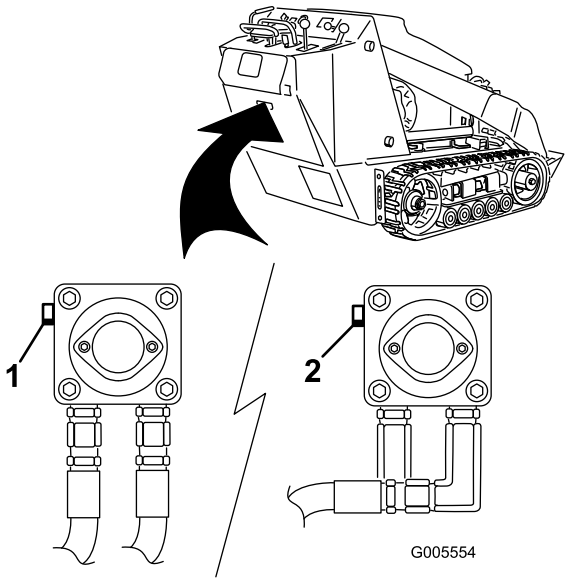

Figuur 18
3. Gebruik een steeksleutel om de sleepkleppen op de hydraulische pompen tweemaal linksom te draaien (Figuur 18).